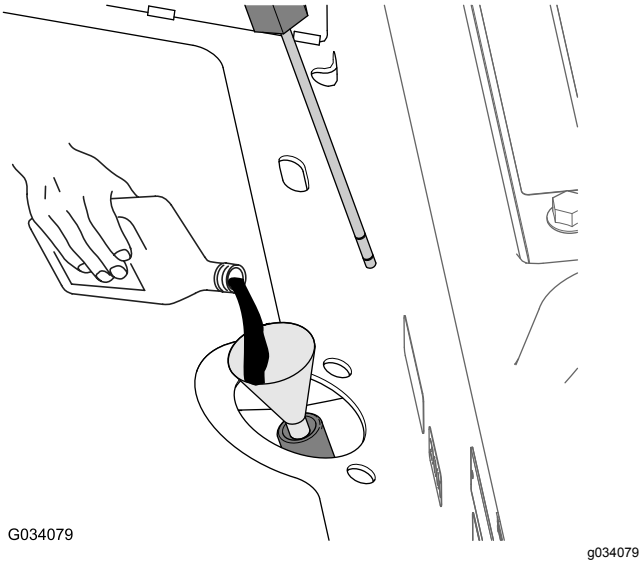

Figur 80
5. Hvis væskenivået er under det nedre merket på peilestaven, fyller du på spesifisert hydraulikkvæske i påfyllingsrøret (Figur 80) til væskenivået stiger til mellom de øvre og nedre merkene når det kontrolleres med peilestaven (Figur 79).
6. Fyll på spesifisert hydraulikkvæske i påfyllingsrøret (Figur 80) til væskenivået i transakselhuset (beholderen) vises ved midtpunktet mellom de øvre og nedre merkene på peilestaven (Figur 79).